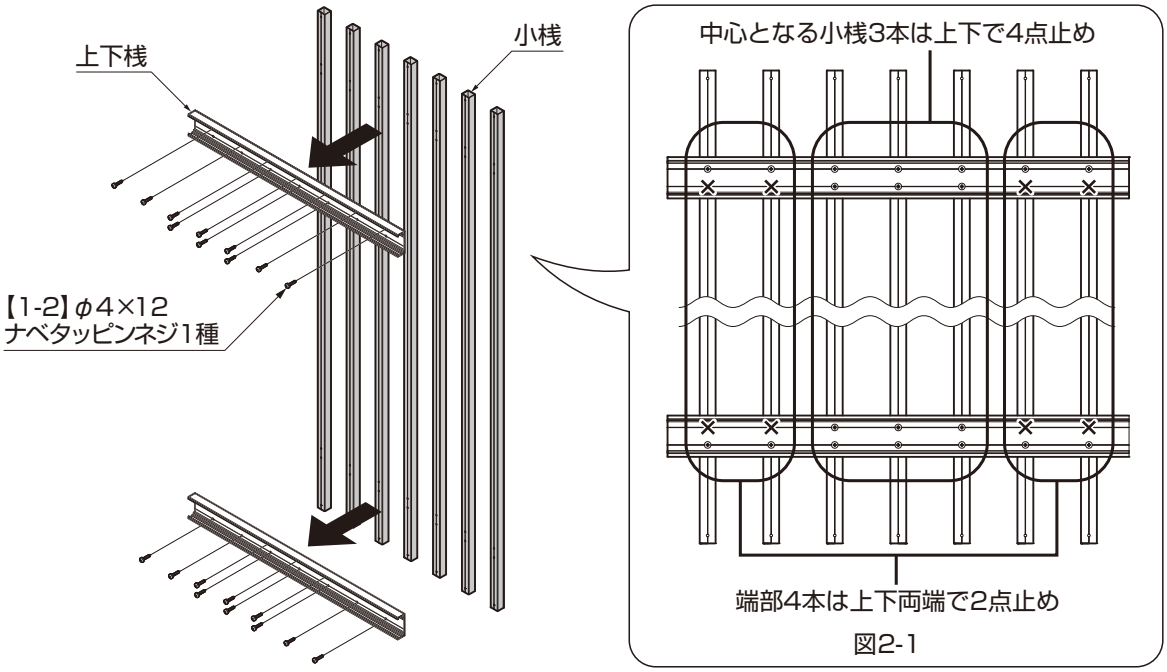

図2-1
①小桟を上下桟に【1-2】で固定してください。(図 2-1 参照)
- 全ての下穴に上下桟と上下桟カバーを取付けるとネジが足りなくなります。(図2-1参照)